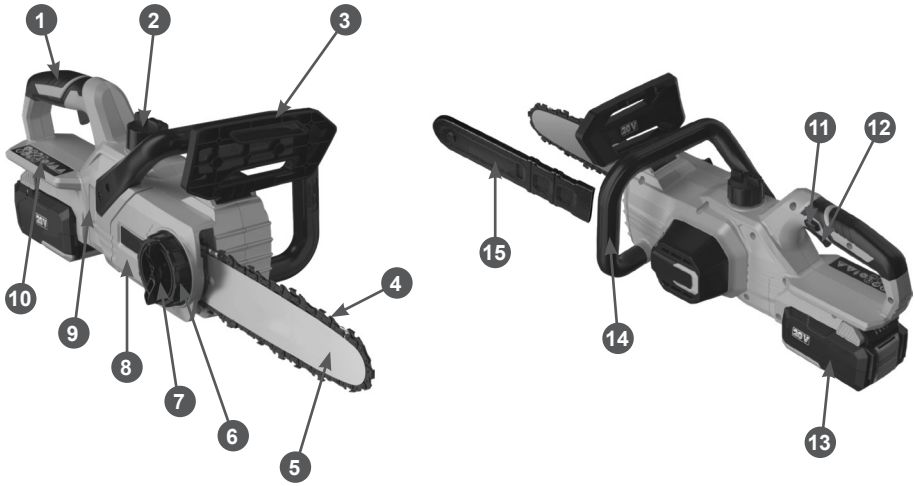

Рис. 1. Основные узлы и органы управления
Основные узлы и органы управления показаны на Рис. 1.
1. Перед установкой шины и цепи убедитесь в том, что тормоз цепи отключен. Для этого ручку тормоза 3 (Рис. 1) потяните к передней рукоятке до щелчка.
3. Открутите гайку 7 крепления шины (Рис. 1) против часовой стрелки и снимите крышку 8 шины с корпуса пилы.